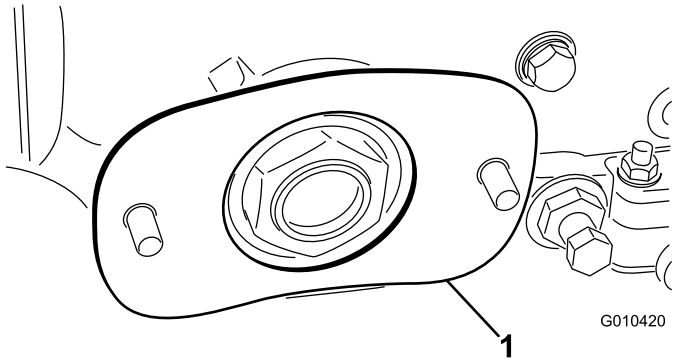

Figur 5
8. Indsæt afstandsstykket på boltene, og placer det som vist i Figur 5.